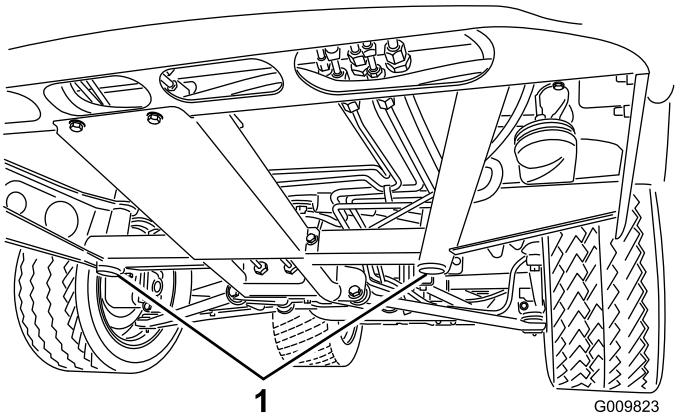
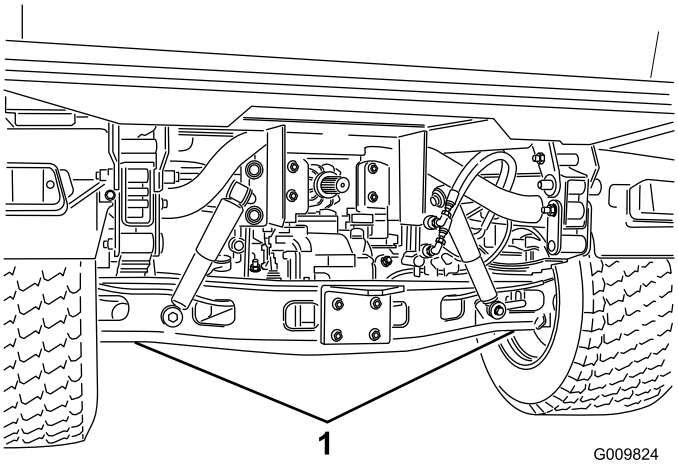

Figur 36
Figur 37
- Jekkpunktet foran på maskinen er under midten av den fremre rammestøtten (Figur 36), og bak er det under akselen (Figur 37).